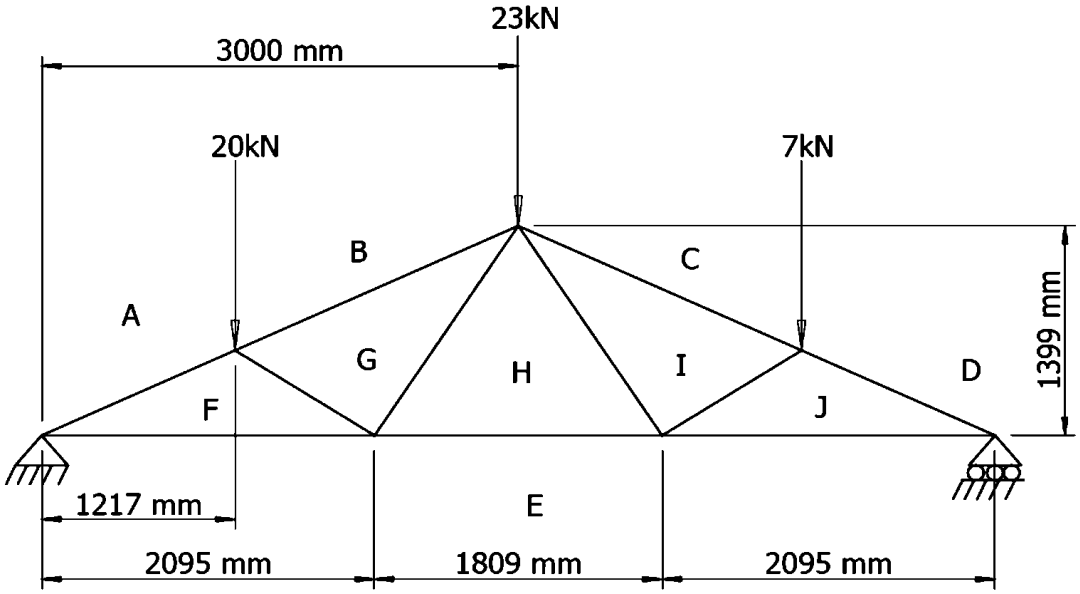

FIGUUR 2
3.1 'n Eenvoudig-gesteunde dakkap word belas soos in FIGUUR 2 hier onder getoon.